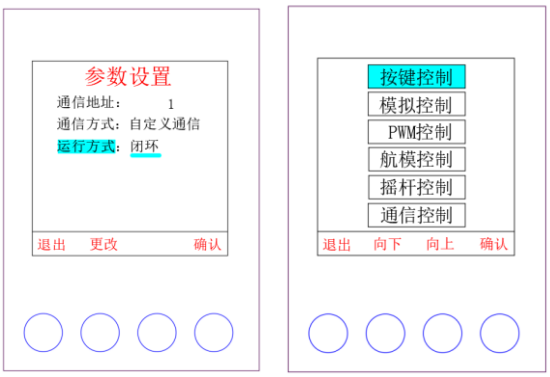

图 6.40 按键闭环控制的运行模式和控制方式选择界面
- 运行模式可通过按键操作进入参数设置界面进行切换。如图 6.40。
- 控制方式可通过按键操作进入模式选择界面进行切换。如图 6.40。